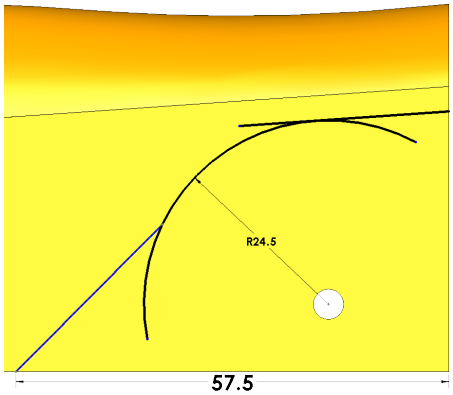

Fig. 96
Step 16. Dimensions the distance across the bottom **57.5** as shown in **Fig. 96**.